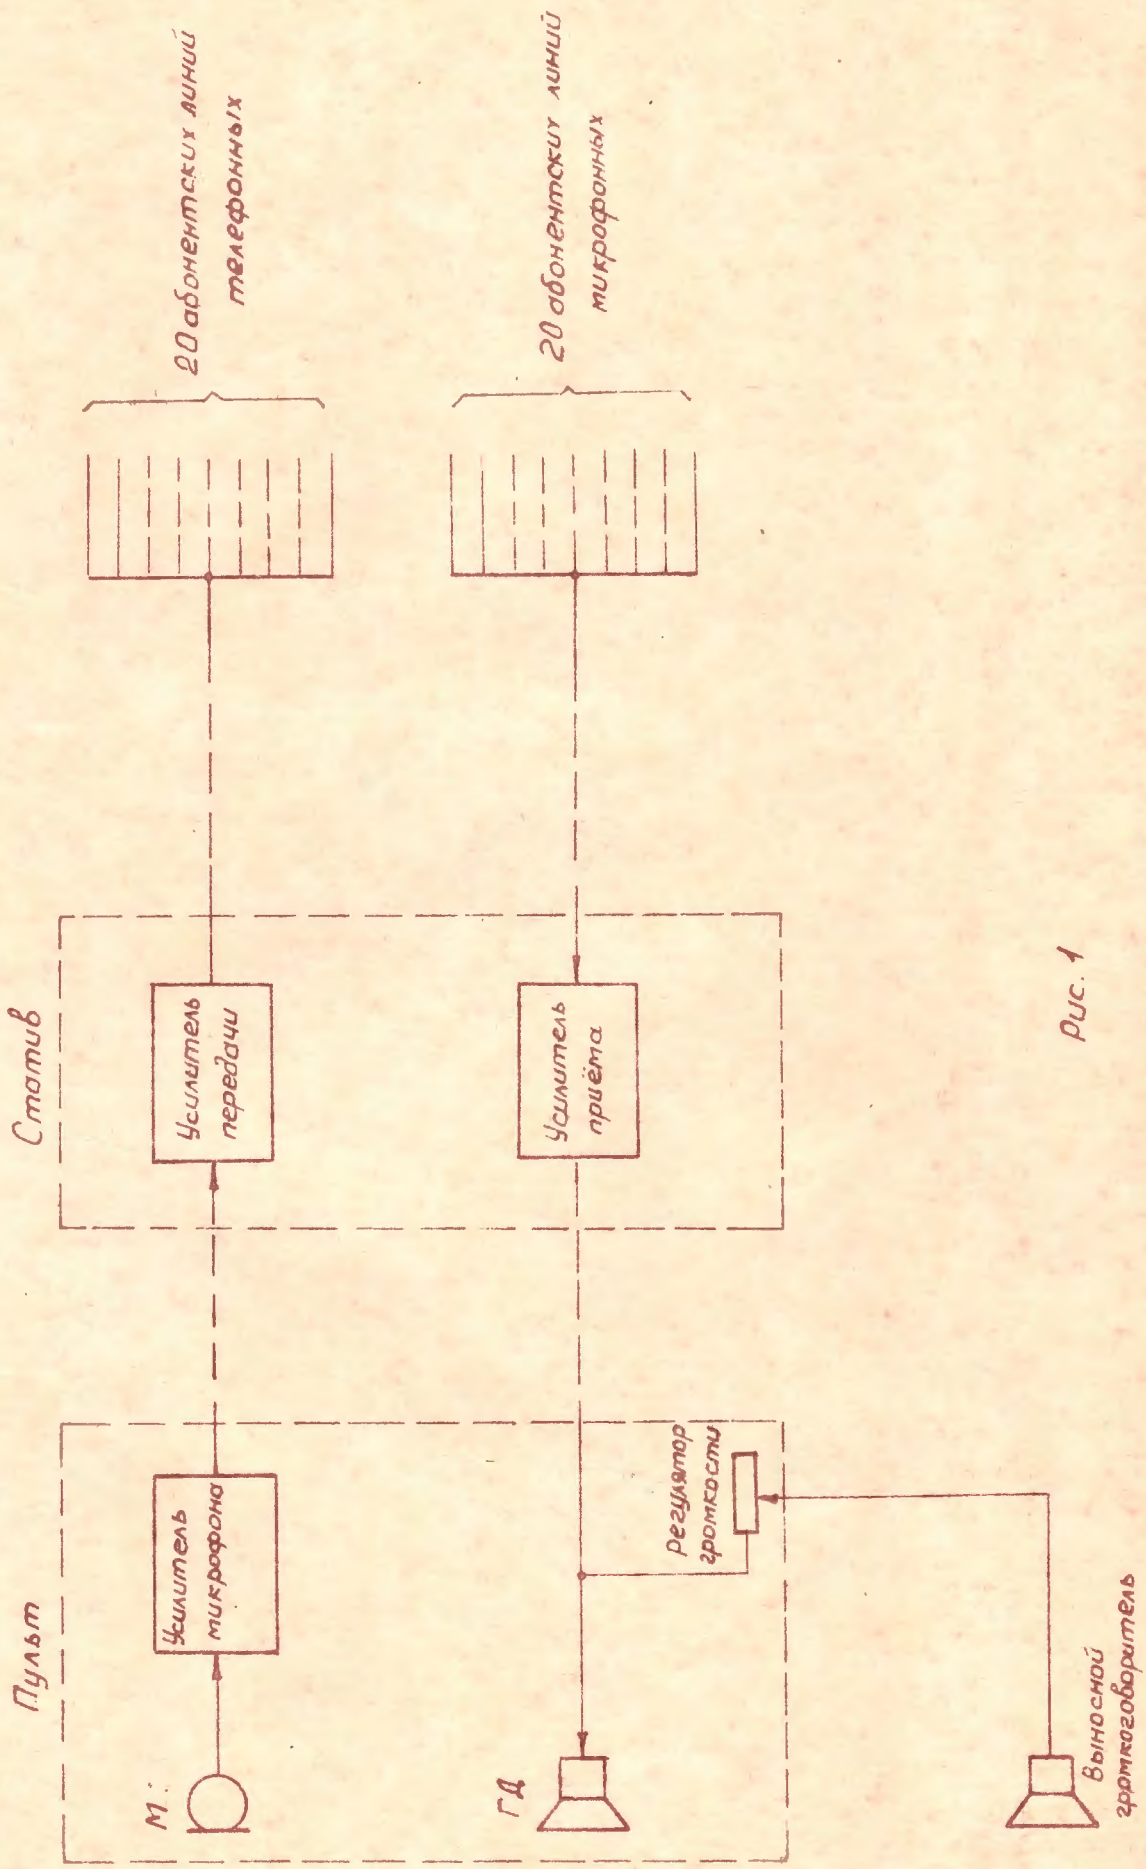

Рис. 1
39. Принцип работы устройства поясняется рис. 1.